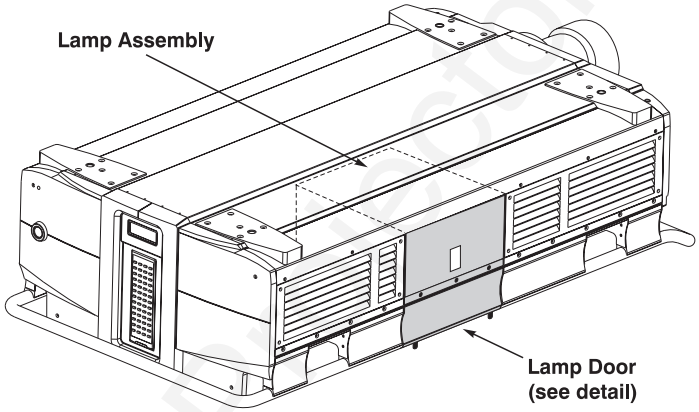

Figure 4-2. Lamp Door
- See Figure 4-2 and Figure 4-3. Unlatch the center latch by pulling up and loosening ¼ turn.